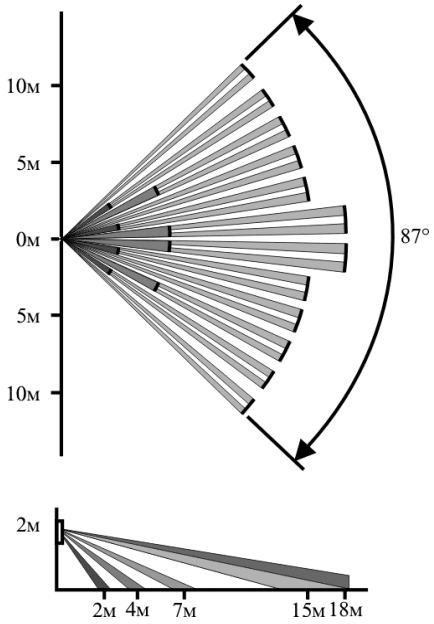

Рис.3 Диаграмма зоны обнаружения при установке извещателя на высоту 2 м и наклоне основания извещателя вниз (в вертикальной плоскости) на угол 12°
- Широкоугольная линза, позволяющая создать зону обнаружения максимальной площади (см. рис.3).